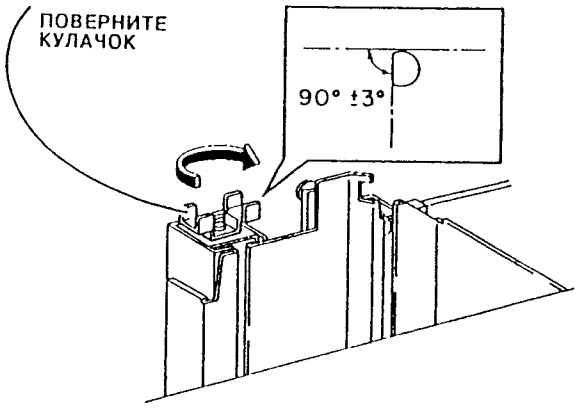

Рис. 9. Отрегулируйте положение кулачка
6. Установите инструмент для ручного проворачивания (PL 14.1) на задний левый кулачок и отрегулируйте положение кулачка (Рис. 9).
ПРИМЕЧАНИЕ: Когда ремень перепрыгивает зубец на шкиве привода кулачка, то ощущается щелчок (Рис. 9).